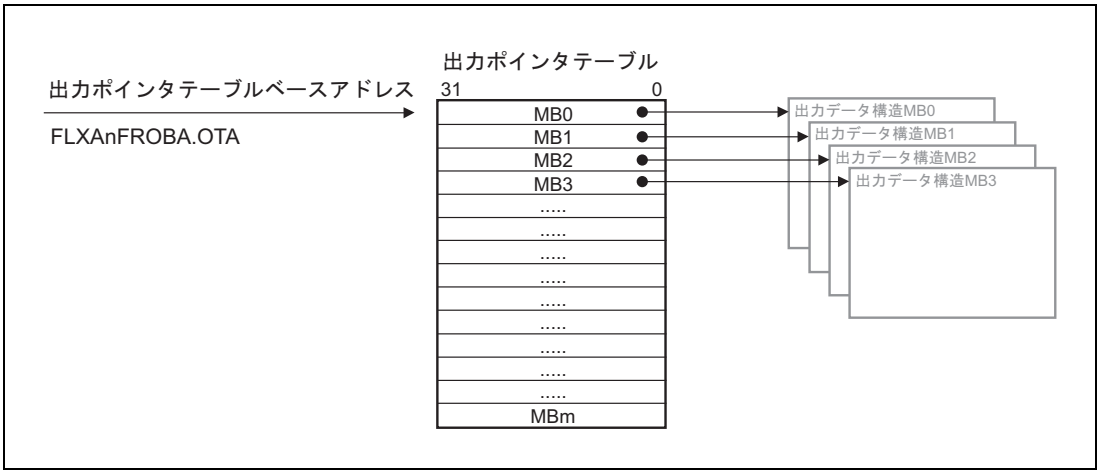

図 21.29 出力データ構造とインデックス
出力ポインタテーブル内のエントリのアドレスと関連するメッセージバッファの番号とは 1 対 1 の関係です（**図 21.29** 参照）。出力ポインタテーブルは FLXAnFROBA.OTA で設定されたアドレスのメッセージバッファ番号 0 のエントリで始まり、昇順に次のメッセージバッファ番号へと続きます。すべてのメッセージバッファに対して 32 ビットのアラインされたアドレスです（メッセージバッファ 1 はアドレス OTA + 4、メッセージバッファ 2 はアドレス OTA + 8 など）。
(5) 専用メッセージバッファの転送機能
この転送機能を使用するためには出力転送が起動されている必要があります（「**21.3.16.2 (1) 起動および停止**」参照）。起動プロセスには、転送するデータの転送先の位置（出力データ構造）を指定するために出力ポインタテーブル（「**21.3.16.2 (3) 出力ポインタテーブル**」参照）のセットアップが必要です。**図 21.29** に出力ポインタテーブルの出力データ構造との対応方法を示します。